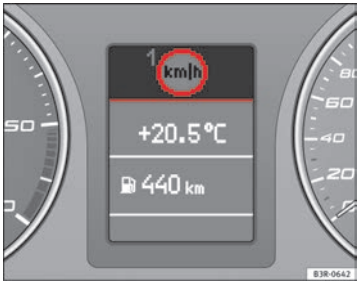

Fig. 56 Display: Speed warning function
exceeded by about 10 km/h. A warning symbol will also appear in the display ⇒ Fig. 56.
The warning symbol for speed limit warning 1 ⇒ Fig. 56 will appear in the display if you exceed the pre-set speed. It goes out again if the speed is reduced below the set speed limit.
– Press the CHECK button and hold it down until the symbol ⇒ Fig. 56 appears.